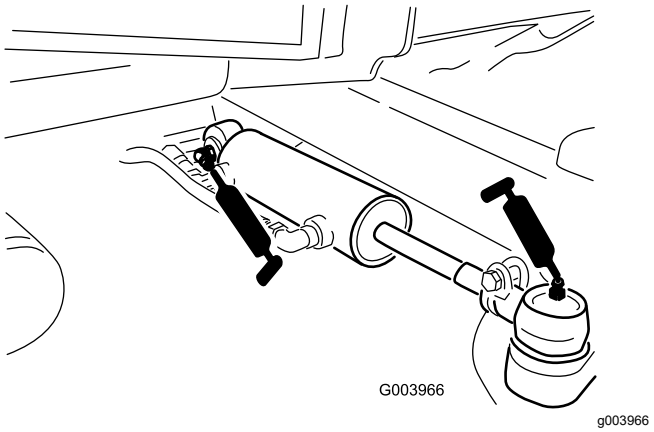

Рисунок 106
- Шаровые опоры гидроцилиндра рулевого управления (2 шт.) (Рисунок 106)